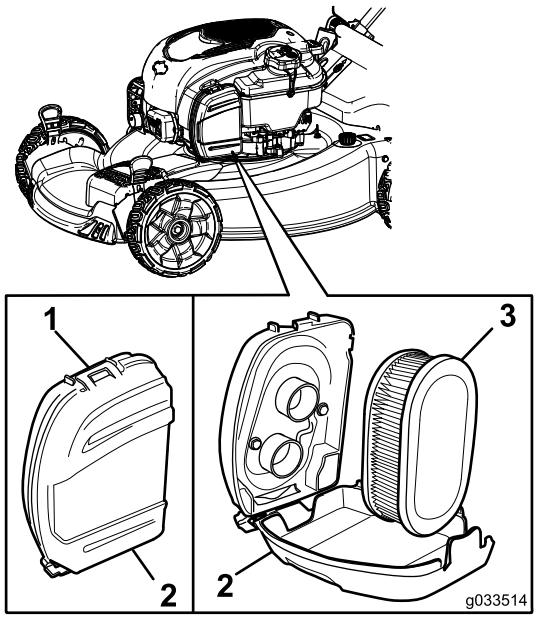

Bild 31
1. Entfernen Sie das Oberteil der Luftfilterabdeckung (Bild 31).
2. Entfernen Sie den Luftfilter (Bild 31).